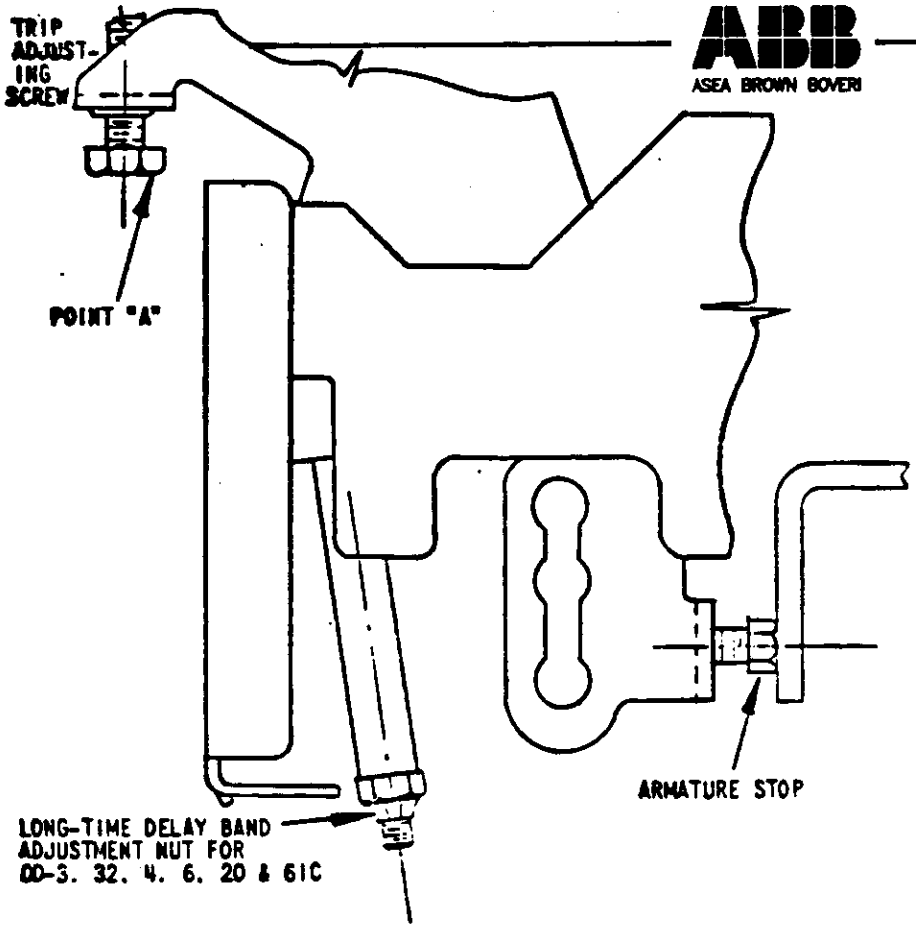
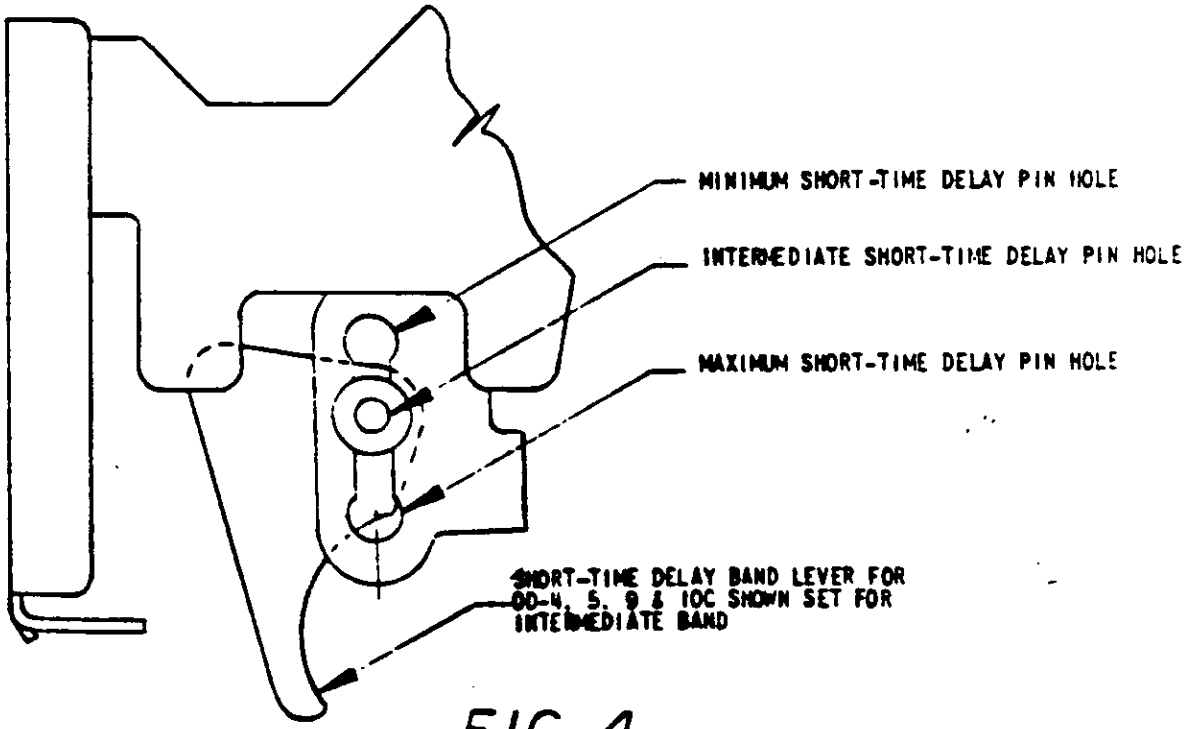
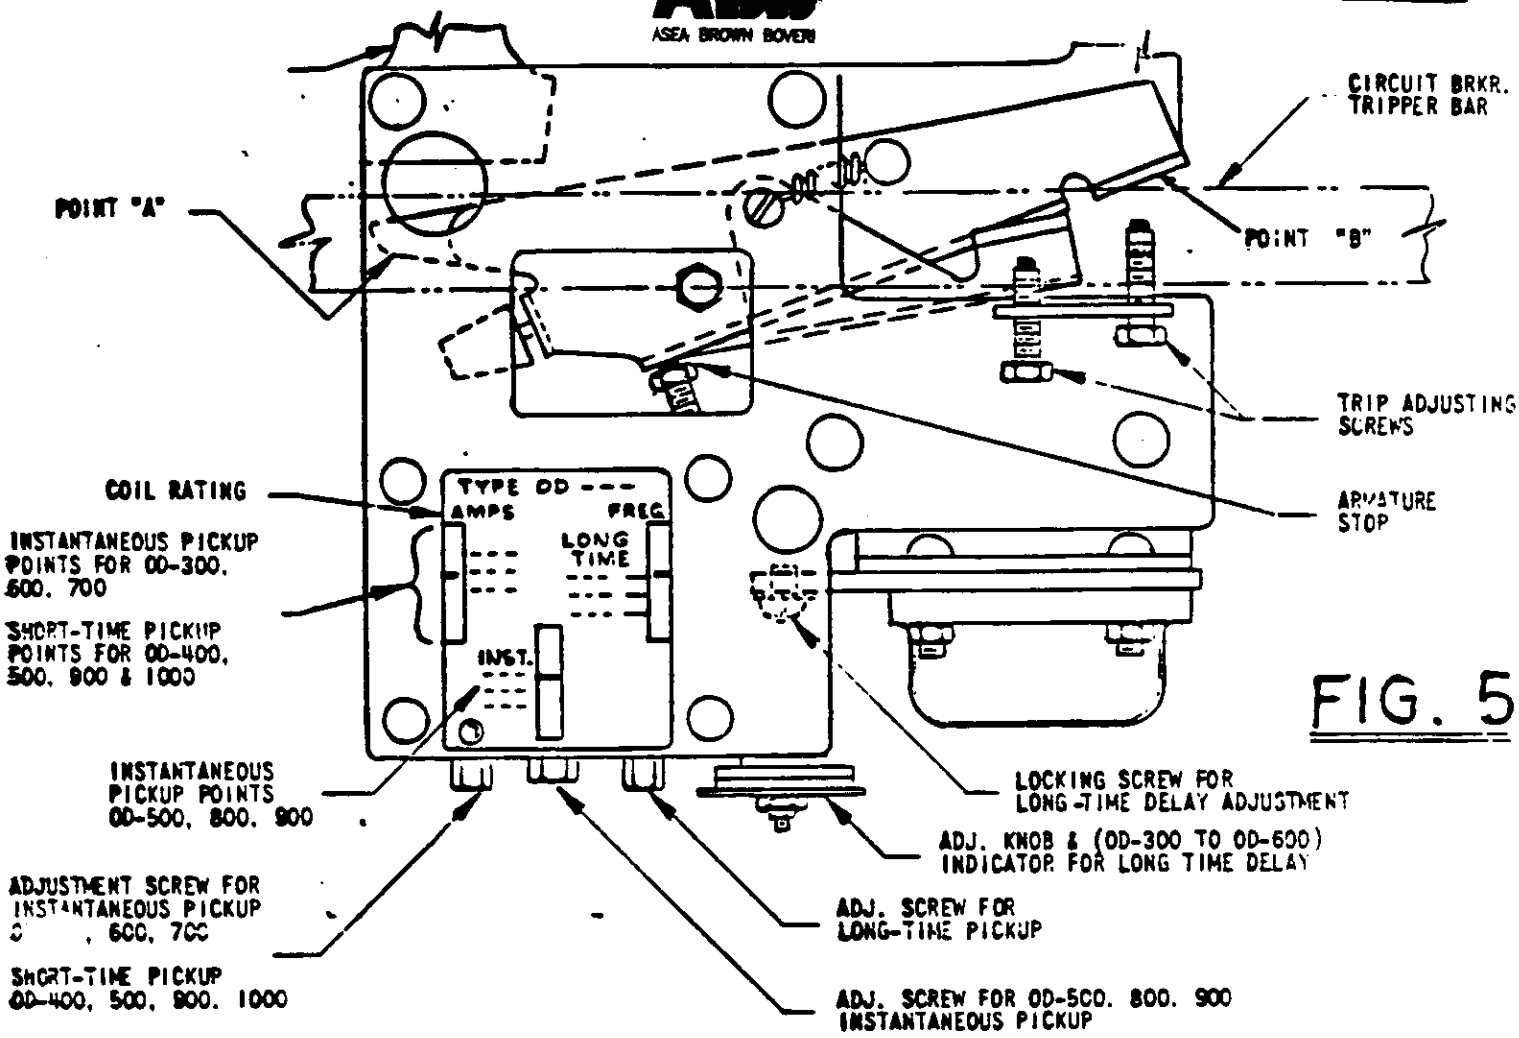

FIG. 2
FIG. 4
FIG. 5
13. When the breaker is not energized or the current is below the pickup value, the armatures of overcurrent device (see Fig. 2 & 5) should be seated on the stops. After an armature has actuated to trip the breaker, the reset time (time for the armature to seat on the stop) is 4 seconds maximum for the long-time armature and one second maximum for the short-time or instantaneous armatures.
b. If the breaker does not trip with the test current applied for several minutes, then, with current removed, push up the long-time armature at Point "A", Figures 2 and 5, with a rod to trip the breaker. Allow time for the dashpot to time out. If the breaker cannot be tripped, then the trip screw should be checked for adjustment. (See circuit breaker instruction bulletin for adjustments.)
On OD's 5, 9, and 500, the long-time armature (wide armature) should be blocked or the instantaneous should be set at the maximum calibration point. The current through the breaker should be set a 1½ times the pickup point for the OD-4 through 82 and 1½ times the pickup point times the calibration multiplier for the OD-400 and 500. In order to set the current trhough the breaker at 150% pickup, it is necessary to keep the OD armatures from moving since this movement may result in the breaker tripping and also as the long-time moves toward the magnet, the current through the breaker will decrease. On OD-3 through OD-82, this movement can be stopped by holding down the armatures at Point "A" (Fig. 2) by using a wire looped around the screw. OD-300 through OD-800 armatures can be stopped from moving by pushing up at Point "B" (Fig. 5) with an appropriate stick. The short-time delay is measured from the inception of current until the breaker trips. The delay time limits are listed in Table II. See Figures 4 and 6 to determine at which short-time delay band the overcurrent device is set.
Short-time delay band set at - intermediate - by observing location of pin. See Fig. 4
1. OD's 3,4,5,6,20,32,61 (See Figures 2 & 3)
2. OD's 300, 400, 500, 600 (See Figure 5)